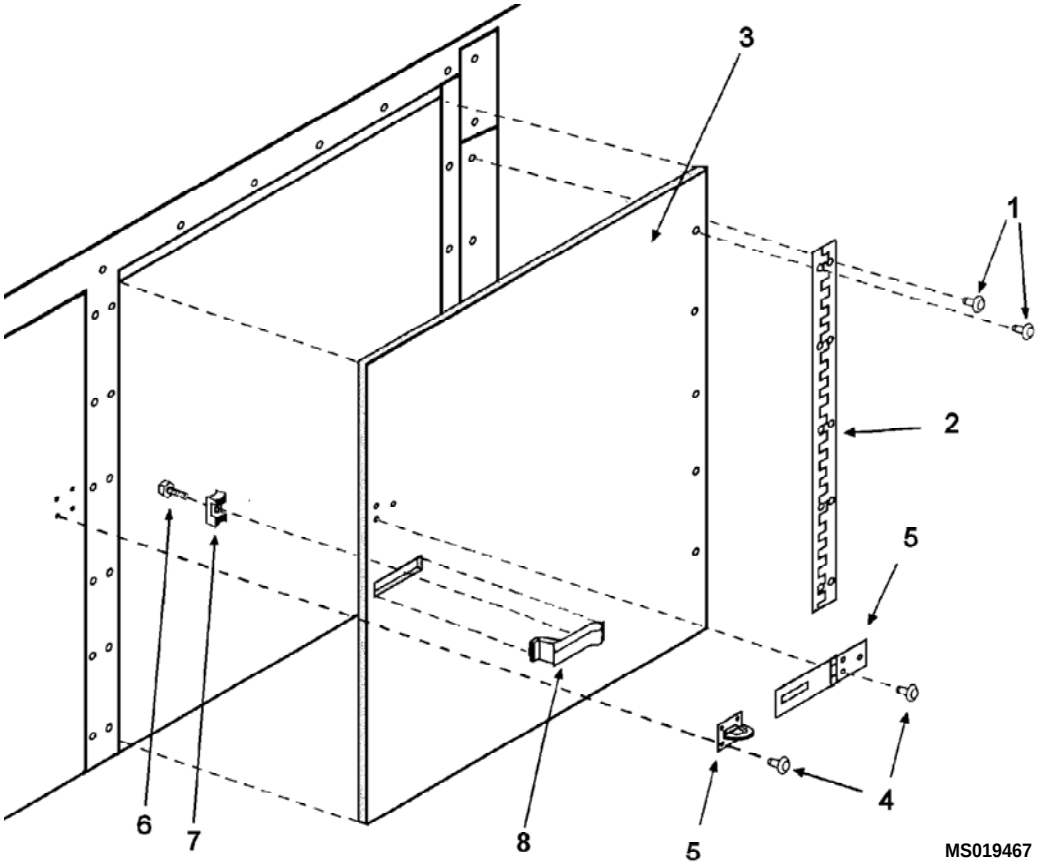

Figure 1. Main Box Assembly Front Door
1. Remove 10 rivets (1), hinge (2) and door (3). (Figure 1)